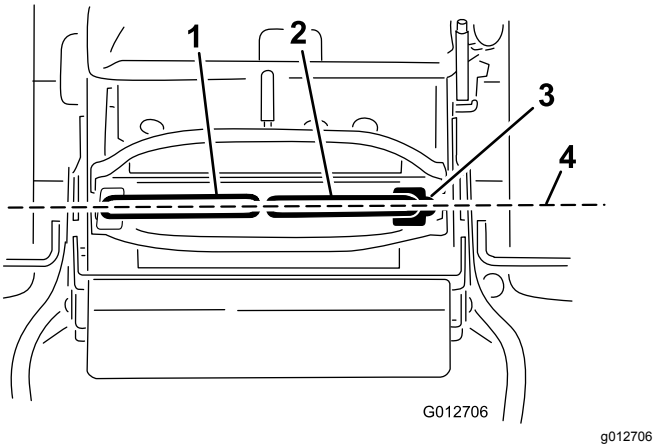

Figur 70
Viktigt: **Kontrollera att klipparens spårning är korrekt när rörelsereglagespakarna har justerats. Justera spårningen och rörelsereglagespakarnas inriktning framifrån–bakåt är samma sak (Figur 70).**
1. När den horisontella inriktningen är färdig kontrollerar du inriktningen framifrån–bakåt genom att trycka rörelsereglagespakarna lite framåt så att rörelsereglagespakarnas länkage sträcks (Figur 70).